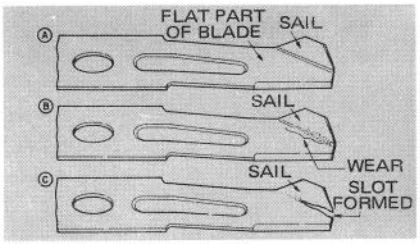

Figure 21
3. ☑ Examine the cutting edge of the knife carefully. If any wear is noticed sharpen or replace as needed (Fig. 21).
If blade is allowed to wear, a slot will form between the sail and flat part of the blade (Fig. 21). Eventually, a piece of the blade may break off and be thrown from under the housing, possibly resulting in serious injury to yourself or bystander.